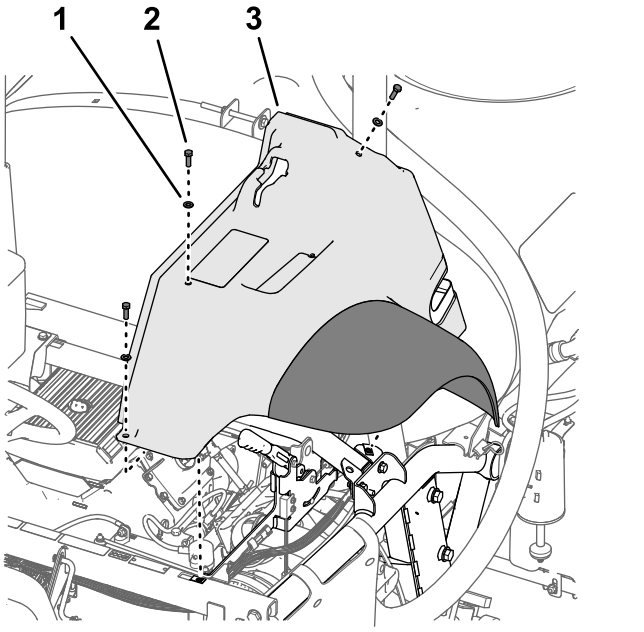

Figur 217
4. Monter løst skærmen på stellet (Figur 217) med de 3 bolte (5/16 x 1 tomme) og 3 spændeskiver (5/16 tomme), du fjernede i trin 2 i Afmontering af venstre og højre forskærm (side 8).